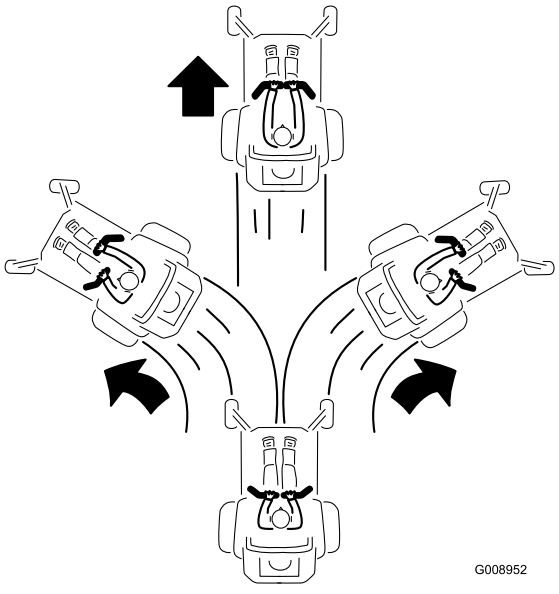

Figuur 25
2. Om vooruit te rijden, duwt u de rijhendels langzaam naar voren (Figuur 25).